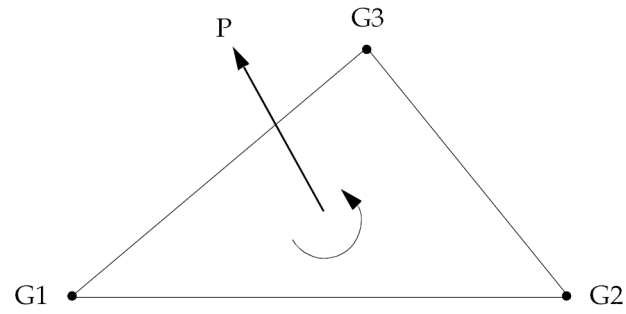

Figure 16-16. Pressure Convention for Triangular Surface of Surface Elements and/or the Faces of Solid Elements
3. In the case of a triangular surface, the assumed direction of the pressure is computed according to the right-hand rule using the sequence of grid points G1, G2, G3 illustrated in Figure 16-16.